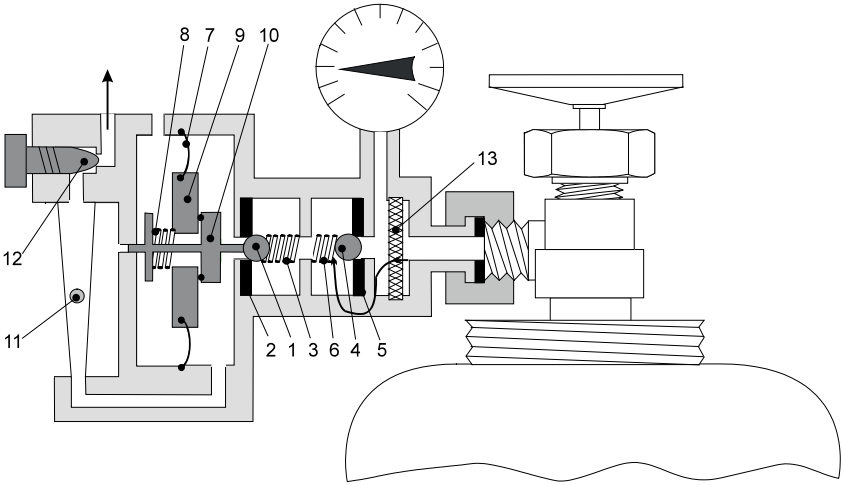

Abb. 1: Schnittbild C 2214 (Durchfluss unter Vakuum in die Vakuumleitung)
Im Ausgangszustand liegt die Kugel ① (siehe Abb. 1) auf dem Ventilsitz ②. Sie wird von der Schließfeder ③ und dem Chlorflaschendruck auf den Sitz gepresst und schließt das System. Nach Einschalten des Injektors (Wasserstrahl-Pumpe) baut sich ein Vakuum auf. Es bewirkt an der Arbeitsmembrane ⑦ des Vakuumreglers eine nach rechts gerichtete Kraft. Sie wird durch den Ventilstift ⑩ auf die Ventilkugel ① übertragen und lässt so Chlorgas in das Vakuumsystem eintreten. Bei Zusammenbruch des Vakuums fällt die Ventilkugel schlagartig auf den Ventilsitz zurück und stoppt den Chlorgasstrom.